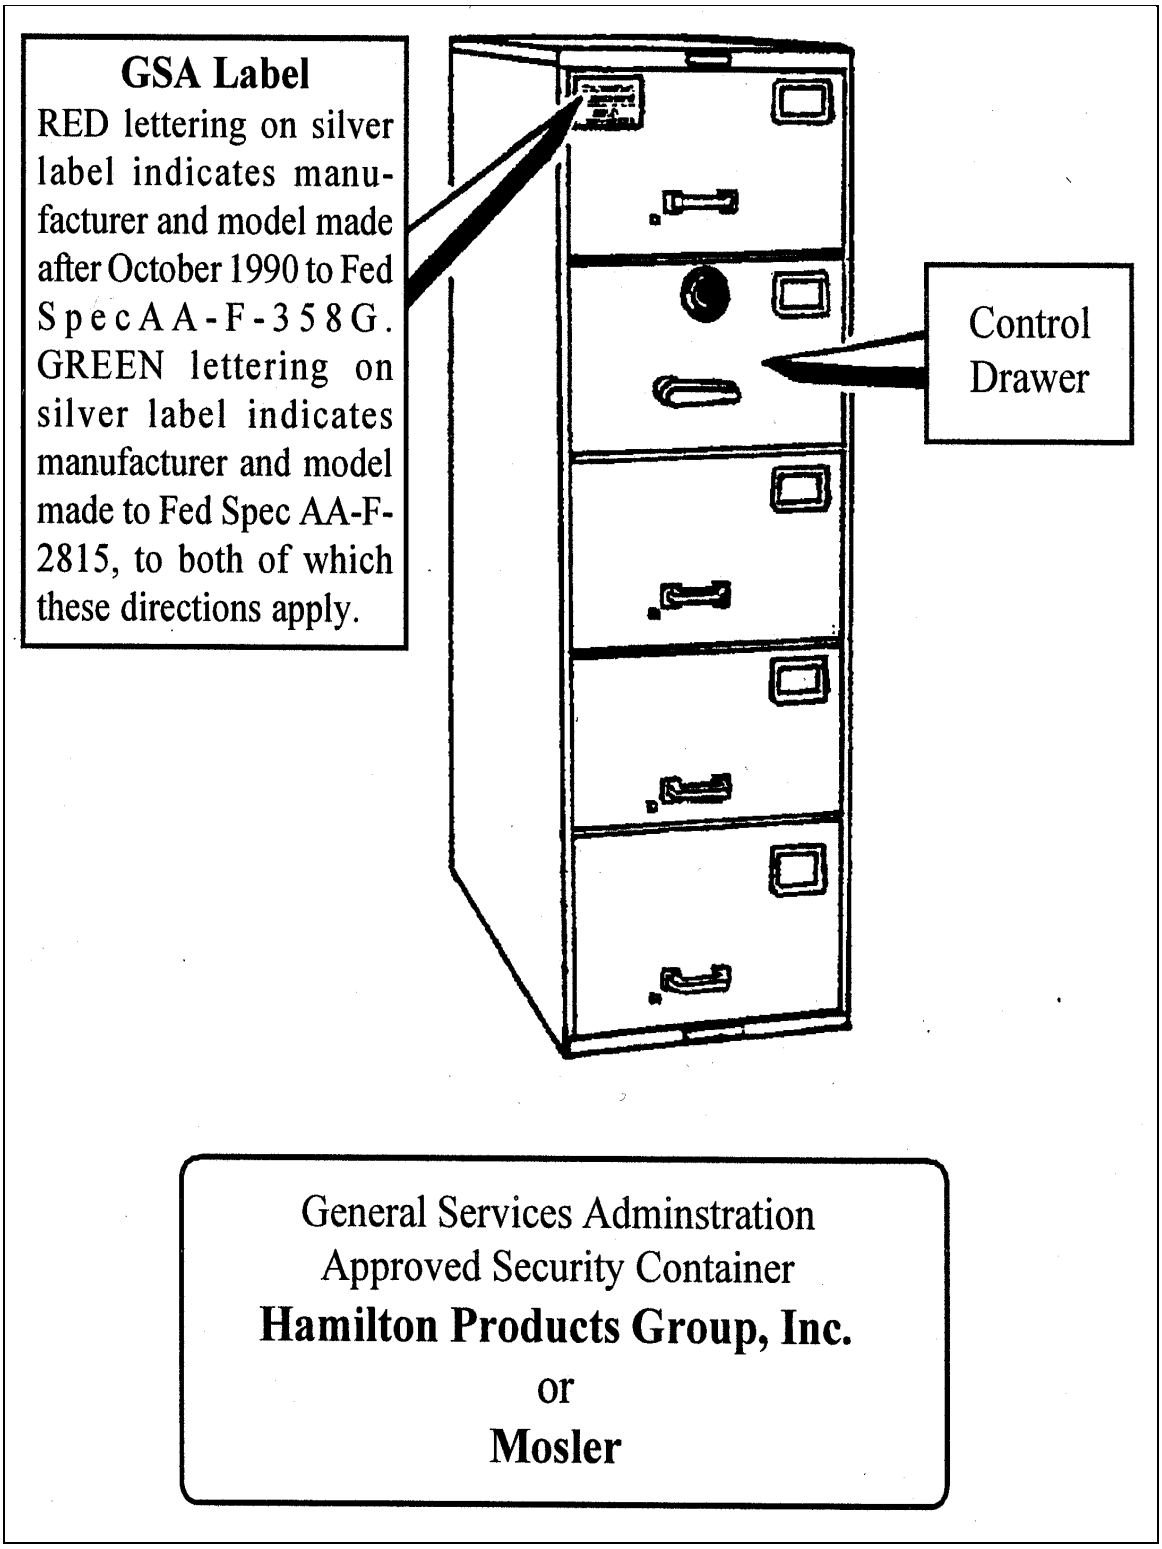

Figure 1. Security container and label.
5.15.1 Containers purchased under Fed Spec AA-F-358G are differentiated from earlier models by inspecting the GSA label attached to the face of the container. GSA labels on containers purchased before October 1990 are silver with BLACK lettering. Labels on containers purchased after that date are silver with RED lettering (see Figure 1).